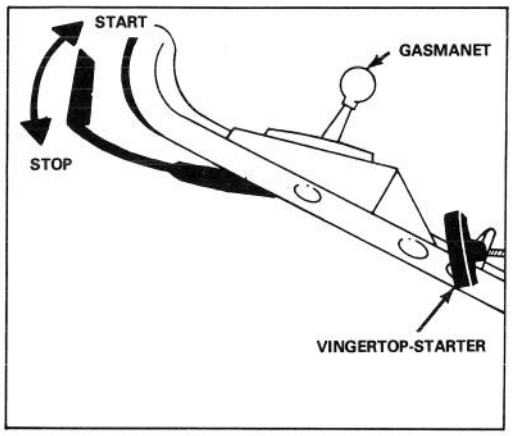

Afbeelding 7
1. BEDIENINGSSYSTEMEN — Het gasmanet, bedieningsstang en vingertop-starter bevinden zich op de bovenste handle (Afb. 7).
3. STARTEN — Zet het gasmanet op CHOKE en houdt de bedieningsstang tegen de handle. Trek de vingertop-starter die bevestigd is op de motor uit (Afb. 7) en stel het gasmanet in de gewenste stand wanneer de motor start. Wanneer de temperatuur ca. 5°C bedraagt, kan men een aantal keren moeten trekken, omdat de motor op gang moet komen.